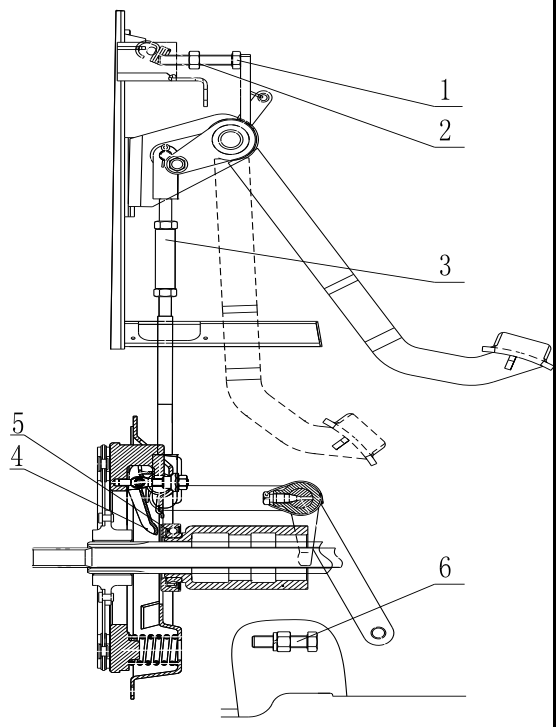

Fig. 5-1 Clutch
(1) To prevent friction plate from oil stain, frequently unscrew the blowhole plug under the flywheel housing and discharge the oil stain that may leak into the engine and transmission case. If serious leakage is found, the cause shall be found out in time and eliminated. Clean the friction plate with gasoline (or kerosene) if necessary.
(2) To prevent and avoid wear of friction plate, the clutch shall be maintained and adjusted frequently. Do not casually disengage and engage the clutch in use. When people are disengaging the clutch, the clutch pedal shall be stepped down to the bottom quickly. Never work in the semi-engaged state, so as not to damage the clutch.
(3) It is strictly prohibited to work when clutch is not adjusted well, which will accelerate the wear of the clutch friction plate and even burn it.
(4) When installing the clutch, the release bearing 5 (see Fig. 5-1) and the inner cavity of the release bearing seat shall be filled with lithium-based lubrication grease. Check the release bearing 5 for oil shortage when people are disassembling the clutch. In the case of oil shortage, put it into heated molybdenum disulfide lithium-based